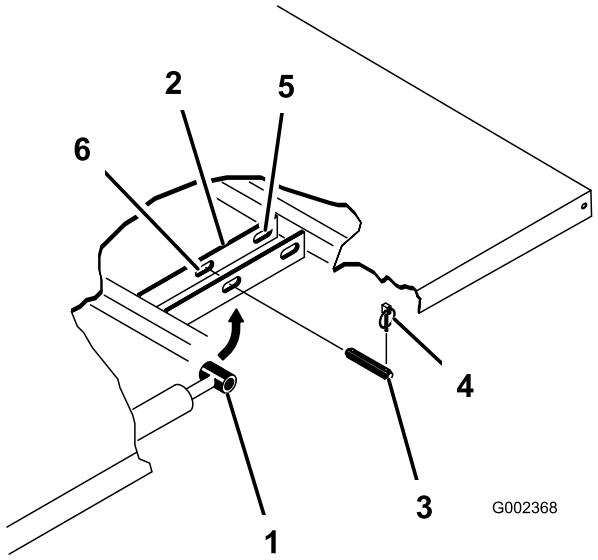

Figuur 3
2. Verwijder de lynchpennen van de uiteinden van de gaffelpennen van de cilinderstang (Figuur 3).